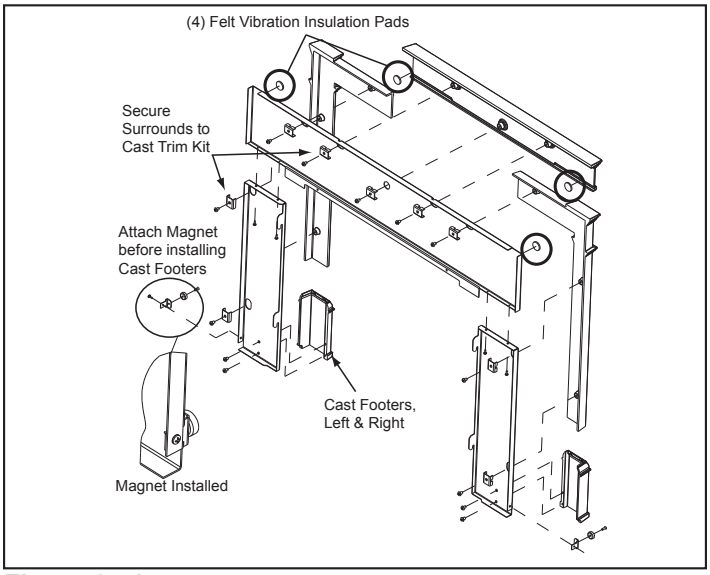

Figure 24.1
1. Place the peel and stick round felt vibration insulation pads on the front side in each corner of the top metal piece and on the back side in each corner of the top cast piece. **Figure 24.1**
a) Place corresponding cast trim pieces (2 cast trim sides and 1 cast trim header) underneath the surround set, also face down. Align the holes in the metal pieces with the 5 bosses on the top cast piece and 2 bosses on each side piece. **Figure. 24.1**
b) Attach the magnets to the magnet brackets with one countersink screw each. Attach magnet and bracket to the metal surround sides with magnet facing the front as shown in **Figure. 24.1.**